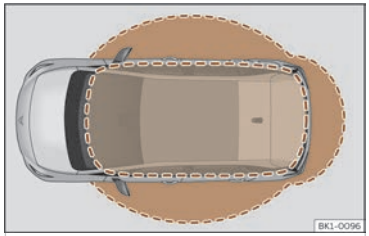

Fig. 71 Keyless Access: proximity zones.
- The vehicle is unlocked when the vehicle key is detected nearby ››› **Fig. 71**. All turn signals flash twice.